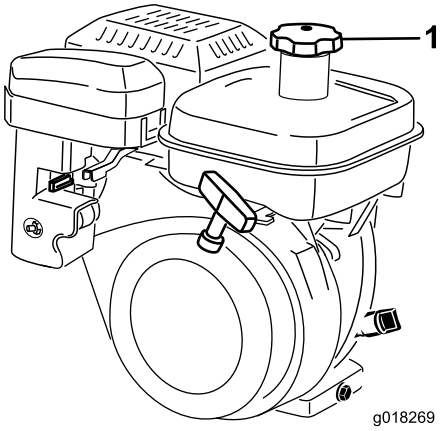

Figur 20
1. Rengör omkring tanklocket och avlägsna locket från tanken (Figur 20). Fyll bränsletanken med blyfri bensin upp till vakuuminsatsens nedersta del. Fyll inte på för mycket.